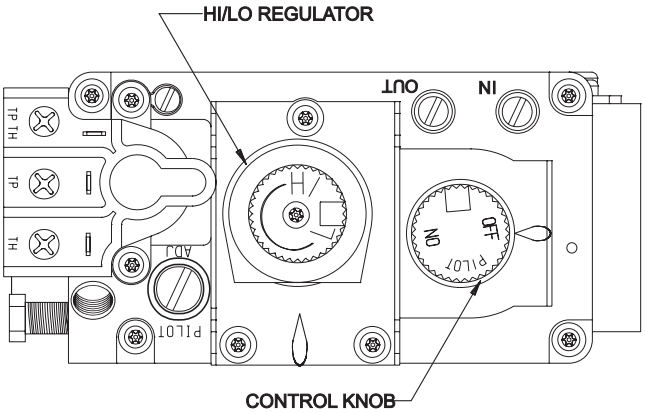

**Figure 48**
***NOTICE***: The gas control valve allows you to increase or decrease the height of the main burner flame. The control valve has a pressure regulator with a knob as shown in **Figure 48**. Rotate the knob clockwise to "HI" to increase the flame height and counterclockwise to "LO" to decrease the flame height.